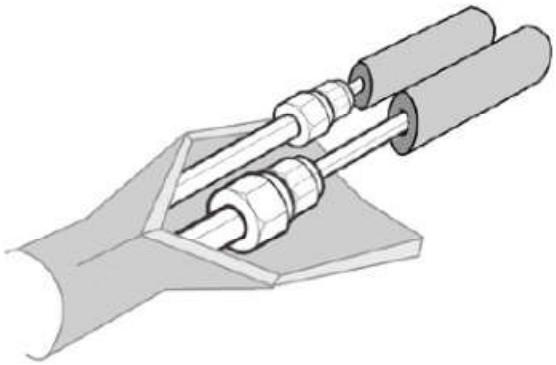

fig. 23 -
- Le raccordement à l'unité interne doit être enveloppé d'une isolation thermique "fig. 23 -".